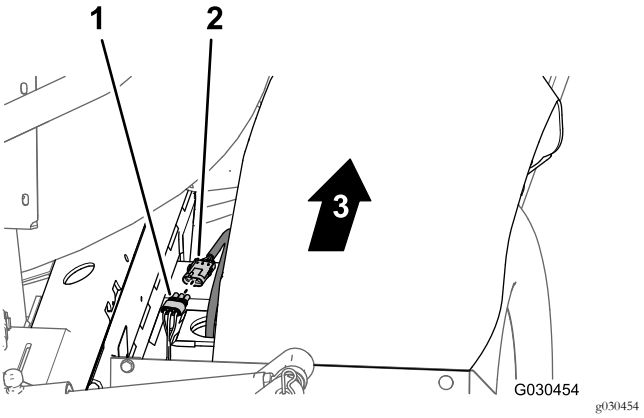

Figuur 21
1. Koppel achteraan de machine (tussen de rechter framebuis en het rechter spatbord) de stekker met 3 pinnen van de kabelboom van de snelheidssensor aan de rechter hydraulische tractiemotor af van de connector met 3 contacten van de achterste hoofdkabelboom (Figuur 21).